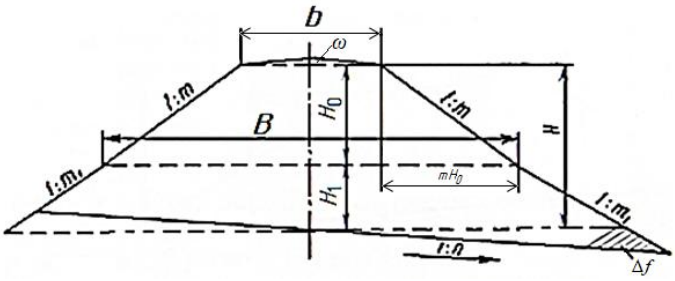

рис. 2
1.4.2. Для насыпи с уположением откосов в ее нижней части (рис. 2) площадь поперечного сечения определяется по формуле: